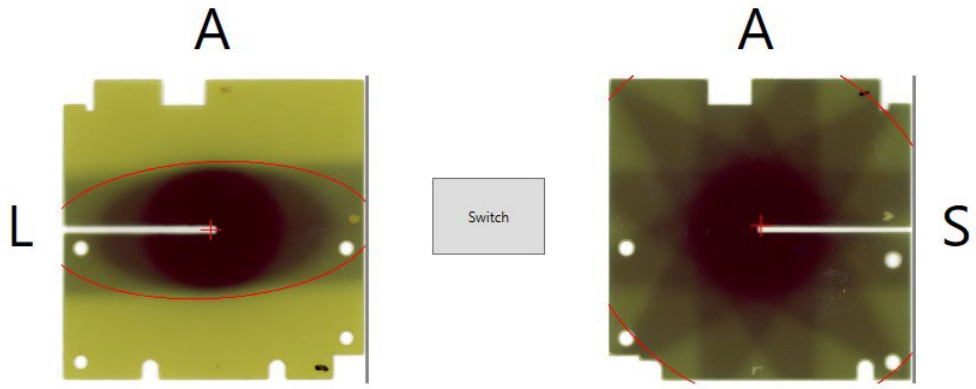

Figura 7-6 Orientamento iniziale della pellicola dopo il caricamento dell’immagine
- Selezionare l’immagine desiderata cliccandoci sopra e facendo clic su **Open** (Apri) (vedi Figura 7-6).